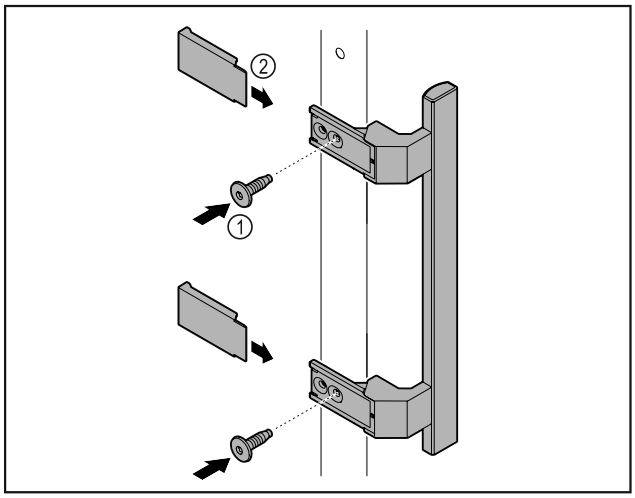

Fig. 3
▶ Attach handle from accessory kit to the door using the screws supplied *Fig. 3 (1)*.
▶ Put on cover *Fig. 3 (2)*.